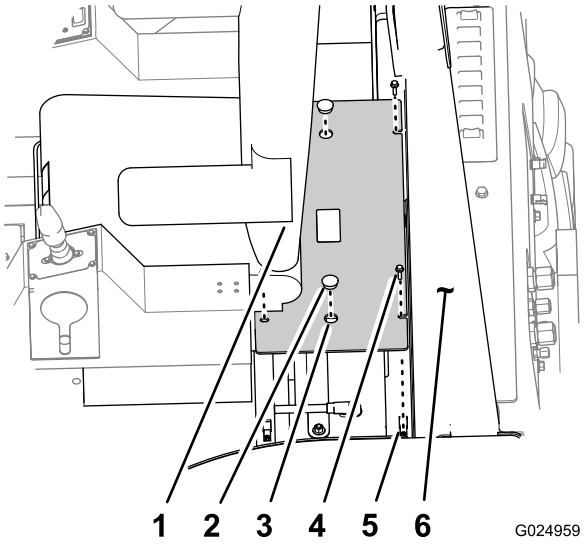

Figura 114
3. Retire los 2 tapones de los agujeros de la tapa de la batería (Figura 114).
4. Retire los 4 pernos con arandela prensada (5/16" x 1") que sujetan la tapa de la batería a la plataforma del ROPS (Figura 114).
5. Inserte los dedos en los agujeros y levante la tapa de la batería para retirarla de la plataforma del ROPS (Figura 114).
4. Alinee los taladros de la tapa de la batería con las tuercas rápidas de la brida de montaje de la tapa (Figura 114).